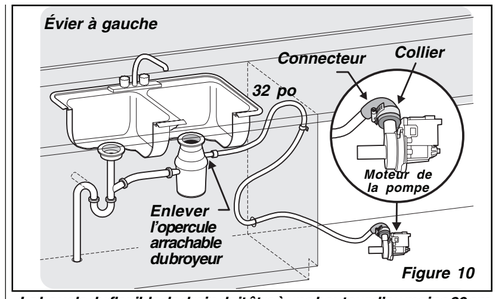

Figure 10
4. Assurez-vous que l'appareil ne repose pas sur le tuyau de vidange. Celui-ci ne doit pas toucher de pièces électriques ni les ressorts de porte. Ne coupez pas un tuyau de vidange ondulé. Tirez l'excès de tuyau au travers de la caisse et placez-le sous l'évier. Assurez-vous que le tuyau n'entre pas en contact avec des bords acérés. **Voir figure 10.**